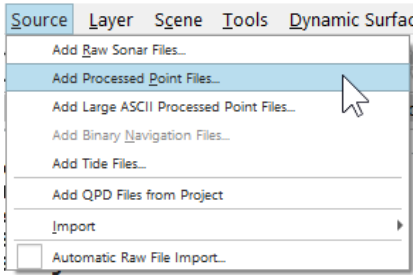

Figure 2b. *Add Processed Point Files under Source.*
- By Selecting "Add Processed Point Files" under Source (see Figure 2b).